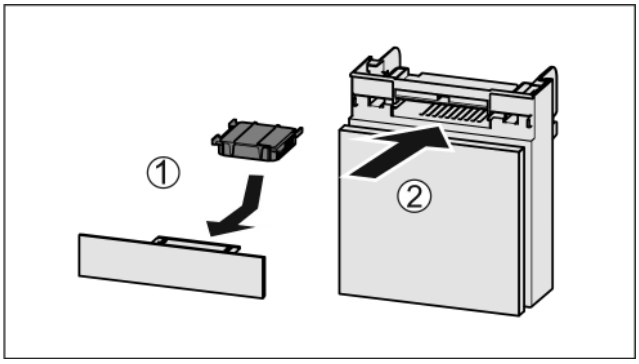

Fig. 157
▶ Insert the carbon filter as shown in the diagram *Fig. 157 (1)*.
▶ Push the compartment in *Fig. 157 (2)*.